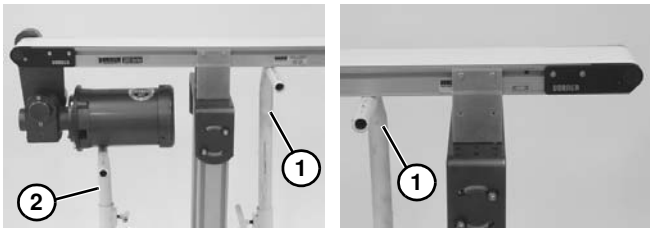

Abbildung 46
1. Sicherstellen, dass temporäre Stützständer **(Abbildung 46, Teil 1)** an beiden Enden des Förderbands aufgestellt sind. Einen zusätzlichen Stützständer unter den Antriebsmotor **(Abbildung 46, Teil 2)** aufstellen, falls vorhanden. Siehe WARNUNG.